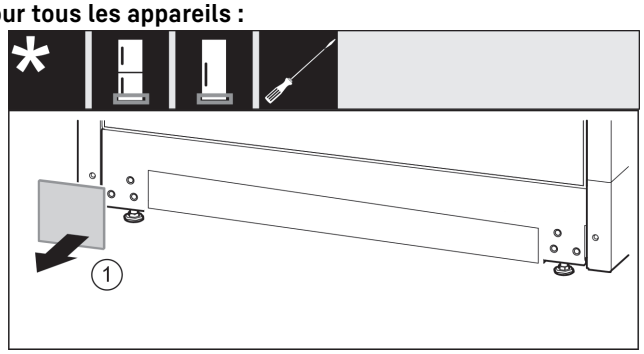

Fig. 16
- ▶ Retirer le cache *Fig. 16 (1)*.